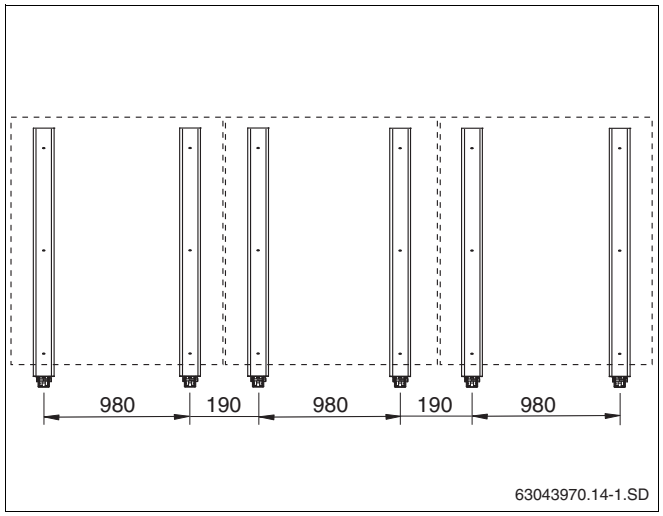

Рис. 25 Исполнение при максимальных нагрузках для 3 вертикальных коллекторов
5.2.2 Исполнение при максимальных нагрузках (дополнительная комплектация, рис. 25)